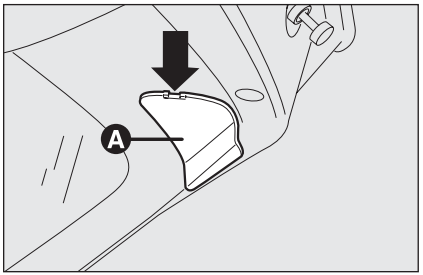

fig. 35 A0E0292m
- ❒ quitar la tapa **A-fig.35** interviniendo con un destornillador en el punto que indica la flecha;
- ❒ vuelva a cerrar la tapa **A-fig. 35**.
- ❒ quite la tapa **A-fig. 35** interviniendo en el punto indicado por la flecha;